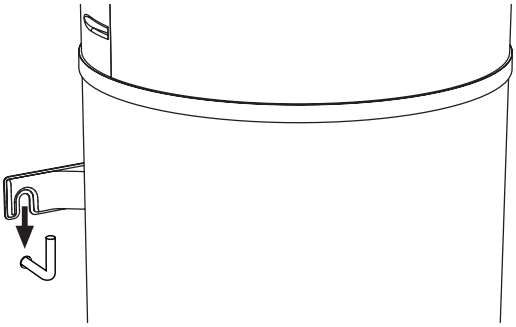

fig. 51 - Fixação à parede
- Enganchar a caldeira com o suporte de fixação apropriado (fig. 51).